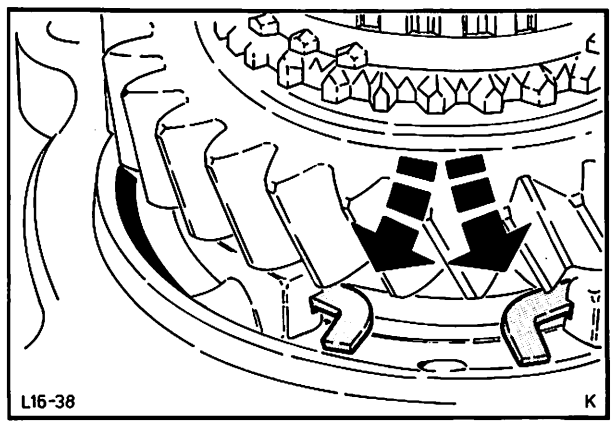

Abb. 63 Sicherungsring – Getriebeverlängerung montieren
35. Getriebeverlängerung in heißem Wasser erwärmen und mit der Hauptwelle zusammenstecken. Den vorher lose aufgeschobenen Sicherungsring in die Nut der Getriebeverlängerung einsetzen, Abb. 63.